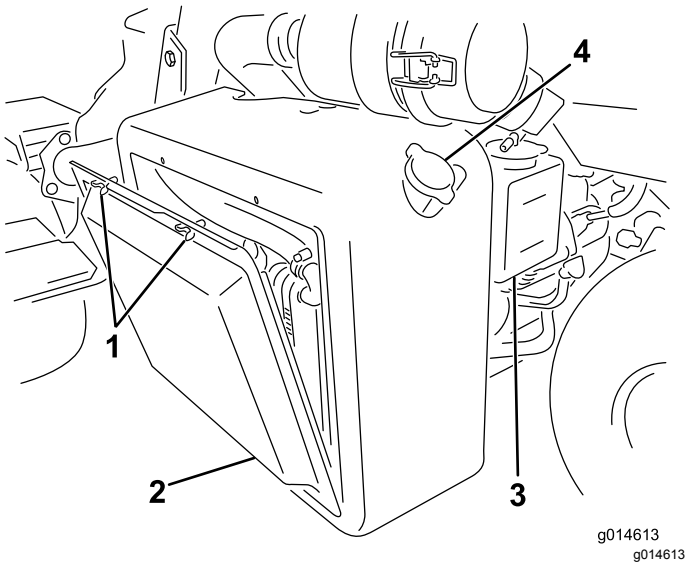

Рисунок 52
1. Снимите решетку радиатора (Рисунок 52).